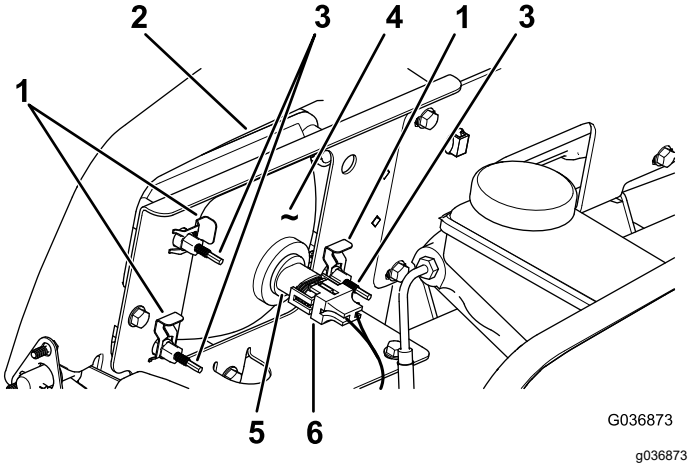

Figur 43
3. Koble den elektriske forbindelsen for nettet fra koblingsstykket til pæreenheten (Figur 43).
4. Fjern hurtigklemmene som fester frontlysene til frontlysbraketten (Figur 43).
5. Fjern frontlysenheten ved å flytte den fremover gjennom åpningen i fremre støtfanger (Figur 43).
6. Monter det nye frontlyset gjennom åpningen i støtfangeren (Figur 43).
8. Koble den elektriske forbindelsen for nettet til koblingsstykket til pæreenheten (Figur 43).
2. På baksiden av frontlysenheten roterer du justeringsskruene (Figur 43) for å bevege frontlysenheten og stille inn posisjonen for stråleretningen.